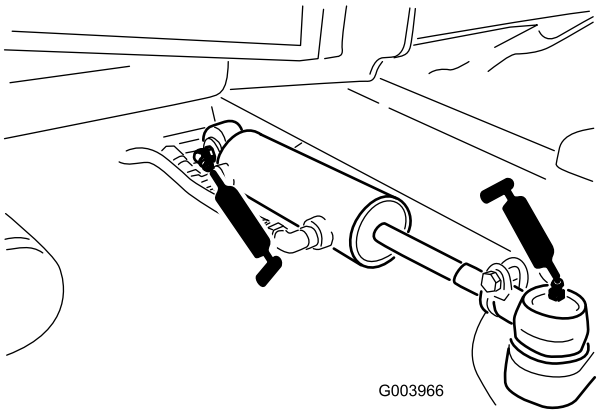

Figur 59
- Styrcylinders kulleder (2) (Figur 59)